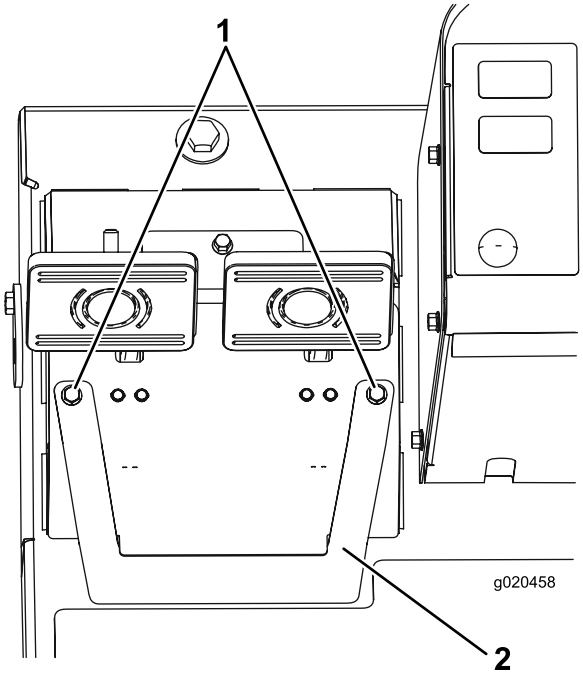

Figuur 66
A. Zet de 2 bevestigingsschroeven los en verwijder de afstelplaat van de rem (Figuur 66).